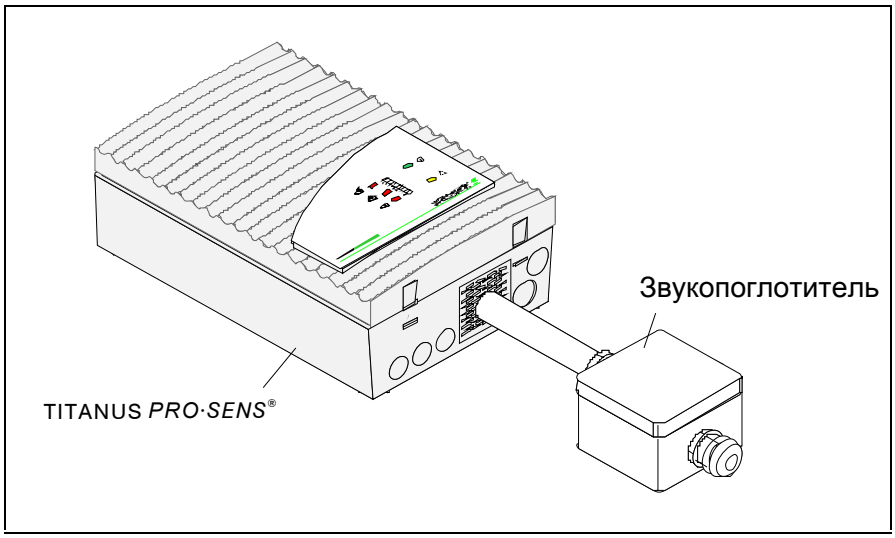

Рис. 6.10: Монтаж звукопоглотителя
3. При монтаже обращайте внимание на направление потока воздуха, указанное на корпусе фильтра (см. рис. 6.10).
2. Отключите с помощью 3-ходового клапана продуваемую трубную систему от аспирационного прибора, для чего поверните кран из положения 0° в положение 180° (см. рис. 6.10).